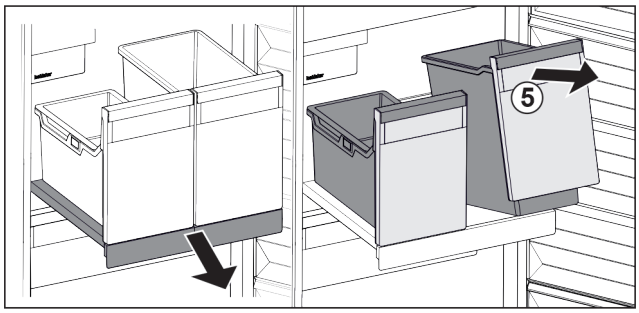

*Fig. 169*
▶ Ridicați recipientul *Fig. 169 (5)* din față.